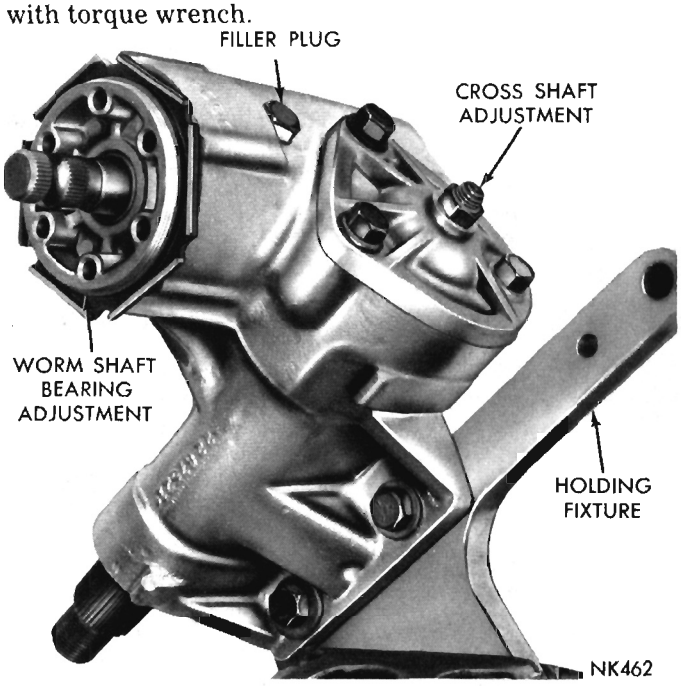
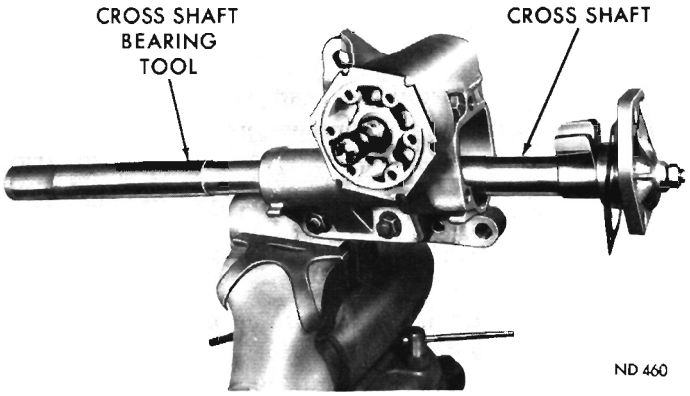

Fig. 2—Gear Adjustment Locations (Fury and V.I.P. Shown)
Fig. 4—Removing Cross Shaft (Satellite Shown)
Two adjustments are provided in the steering gear (Fig. 2). The worm bearing pre-load adjustment, and the ball nut rack sector gear mesh adjustment.
(1) Attach steering gear to holding fixture, Tool C-3323 and install holding fixture in a vise (Fig. 2).
(2) Loosen cross shaft adjusting screw lock nut, and back out screw about two turns to relieve load caused by close mesh between ball nut rack and sector gear teeth. **Remove cross shaft seal as outlined in "Cross Shaft Oil Seal Replacement."**
(3) Position steering wormshaft in straightahead position.
(4) Remove bolts from cross shaft cover and slowly remove cross shaft while sliding arbor Tool C-3875 for Satellite and Valiant 8 cylinder models and Tool C-3786 for Fury models into housing (Fig. 4). **The**